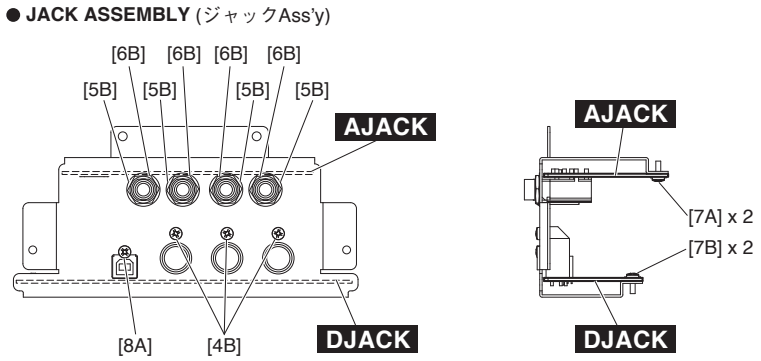

Fig.6（図 6）
Remove the four (4) washers marked [5B], the four (4) hexagonal nuts marked [6B] and the two (2) screws marked [7A]. The AJACK circuit board can then be removed. (Fig.6)
Remove the three (3) screws marked [4B], the two (2) screws marked [7B] and the screw marked [8A]. The DJACK circuit board can then be removed. (Fig.6)
[5B] のワッシャー 4 個と [6B] の特殊六角ナット 4 個、[7A] のネジ 2 本を外して、A JACK シートを外します。(図 6)
[4B] のネジ 3 本と [7B] のネジ 2 本、[8A] のネジ 1 本を外して、DJACK シートを外します。(図 6)